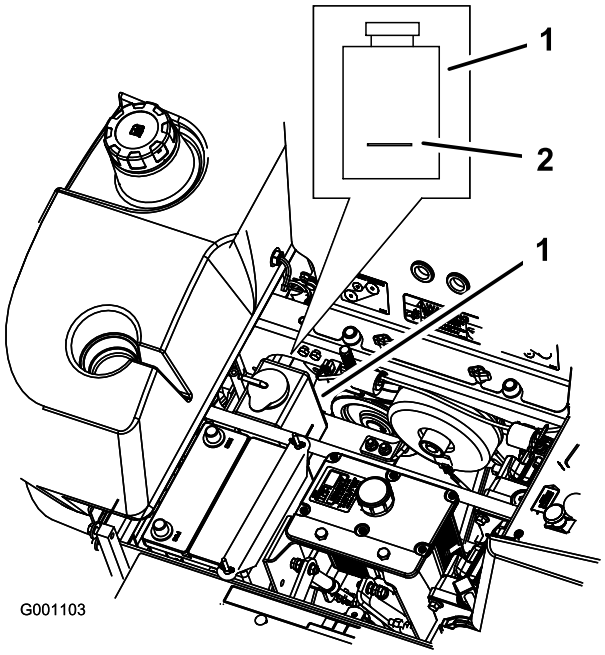

Figur 67
3. Kontrollera nivån i överströmningsbehållaren medan motorn är kall. Vätskan ska nå upp till utbuktningen på utsidan av överströmningsbehållaren (Figur 67).
4. Om kylvätskenivån är låg tillsätter du en 50/50-blandning av frostskyddsmedel med förlängd hållbarhet och vatten i överströmningsbehållaren (Figur 67).
5. Tillsätt 50/50-blandningen till överströmningsbehållaren och fyll den upp till indikatorstrecket på behållaren (Figur 67).